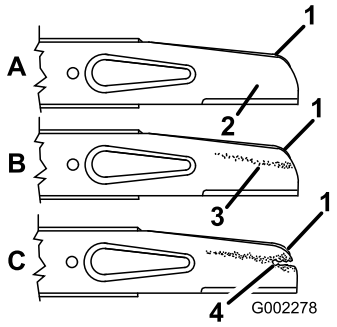

Figur 28
2. Ta bort knivmuttrarna, acceleratorn och kniven (Figur 28).